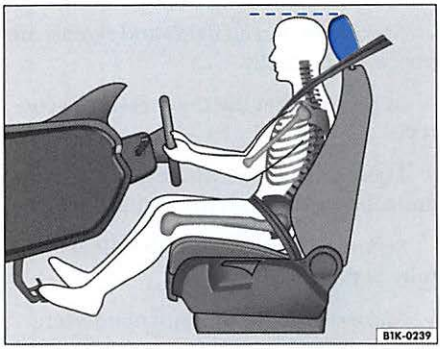

Fig. 2 Correct head restraint position for driver
– Adjust the head restraint so that the upper edge is as even with the top of your head as possible but no lower than eye level and so that it is as close to the back of your head as possible ⇒ fig. 2.